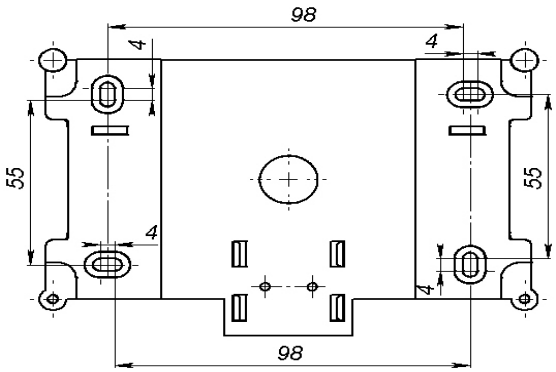

Рисунок 4.2. Габаритные размеры переходной планки
- прибор крепится на переходную планку, которая предварительно крепится к стене (рисунок 4.2;